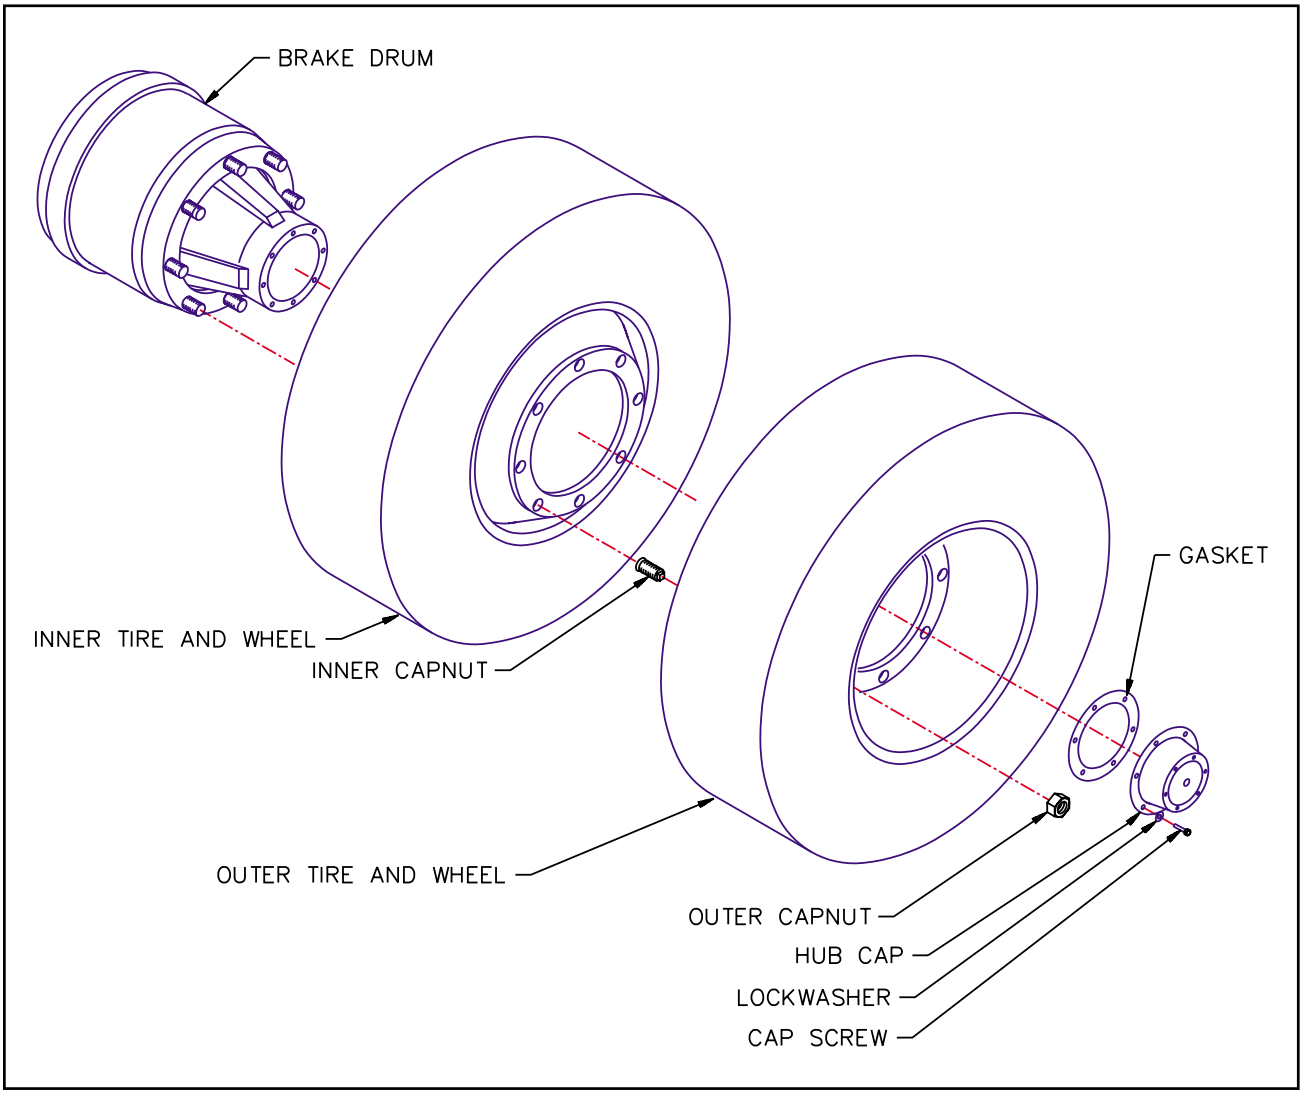

Figure 4-19 Mounting Tires and Wheels
b. Position the inner disc wheel over the studs, being careful not to damage the stud threads. Make sure that the disc wheel is flat against the mounting surface and that there is clearance between the disc wheel taper and brake drum **(See Figure 4-19).**